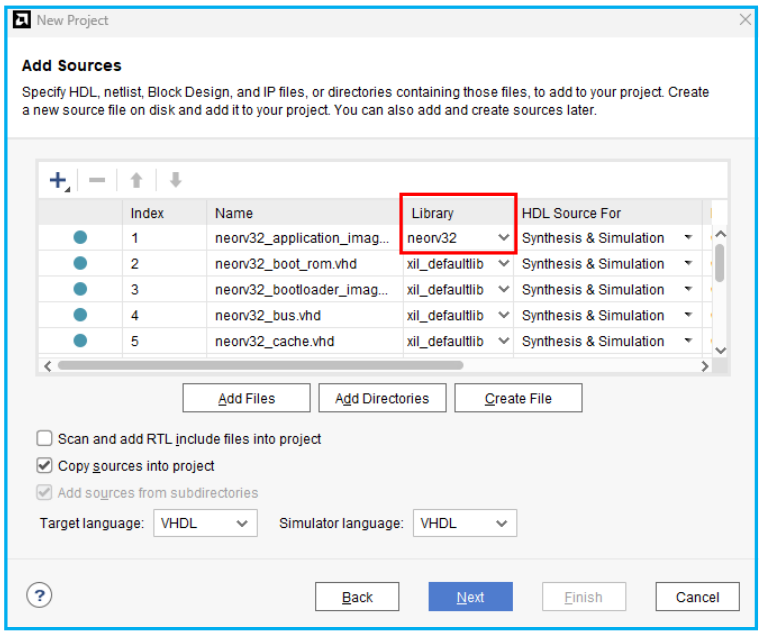

Fig.6. Cambio a `neorv32` del campo `Library` para el caso de `Add Files`, hay que cambiar todos los archivos uno a uno.
9. Todavía en la ventana `Add Sources`, si se observa el campo `Library`, la carpeta por defecto donde Vivado aloja los archivos es `xil_defaultlib` (Fig.6). La carpeta debe renombrarse como `neorv32`[1].